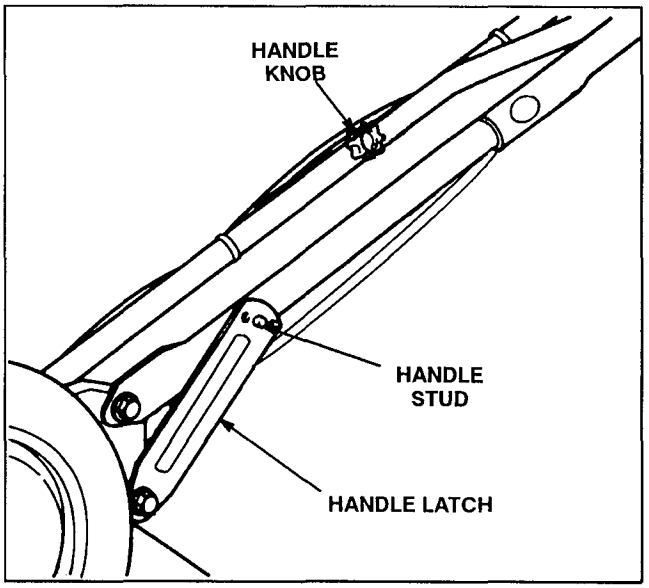

Figure 1
INSTALL HANDLE (Fig. 1)
1. Align handles and tighten handle knobs. Move handle latches slightly outward so they will not be in the way when pivoting the handle backward into the operating position (Fig. 1).
2. Pivot handle backward. Move handle latches inward while snapping handle stud into center hole of handle latch (Fig. 1). If a handle latch does not fit tightly against the handle tube, move latch from handle stud, bend the latch inward, and reattach to handle stud. Repeat as necessary to ensure a tight fit between latch and handle.
3. Ensure control cables (Fig. 1) are to the rear and inside of handles. Secure cable to right handle with cable ties. Tighten handle knobs securely.